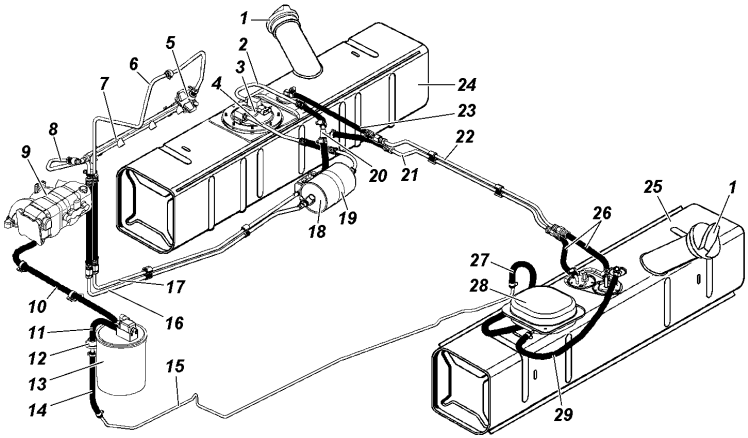
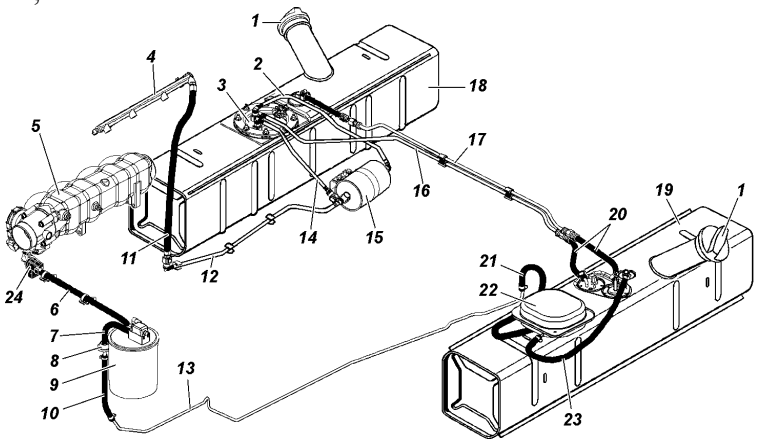

Рис. 9.27. Схема системы питания двигателя топливом (Экологический класс 2):
Рис. 9.28. Схема системы питания двигателя топливом (Экологический класс 3):
Топливные баки 24, 25 (рис. 9.27) и 18, 19 (рис. 9.28).
- откройте люк в полу кузова над электробензонасосом 3 и отверните болты крепления сепаратора 28 (рис. 9.27) или 22 (рис. 9.28) и выньте его, отсоедините от него шланги;
Электробензонасос 3 (рис. 9.27) погружного типа с датчиком указателя уровня топлива.
На автомобилях экологического класса 3 установлен топливный модуль 3 (рис. 9.28) погружного типа, включающий в себя электробензонасос, струйный насос и регулятор давления и датчик указателя уровня топлива.